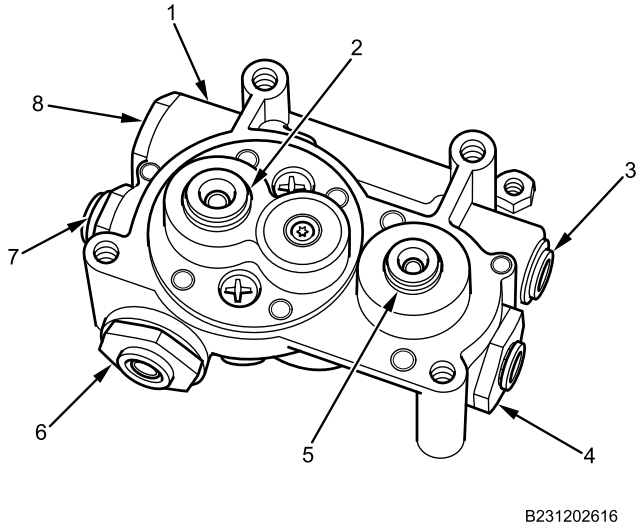

Figure 7. Tractor Protection Valve Fittings.
2. Remove the air line connector fittings (Figure 7, Item 2, 3, 4, 5, 6, 7 and 8) from tractor protection valve (Figure 7, Item 1).